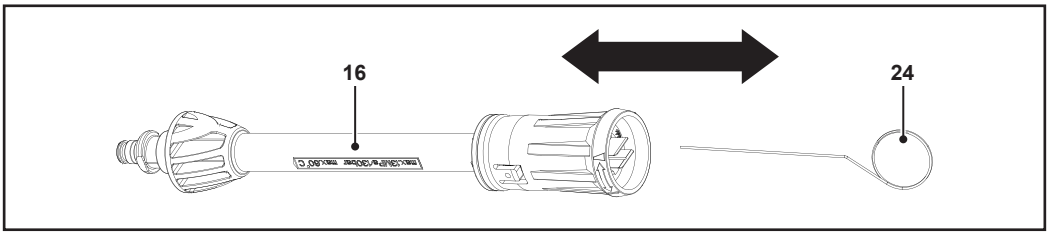

Fig. 12
Para eliminar los depósitos de suciedad de la boquilla ajustable (16) o la boquilla giratoria (17), inserte el pasador de limpieza (24) en la abertura de la punta de la boquilla y muévalo hacia adelante y hacia atrás (Fig. 12).